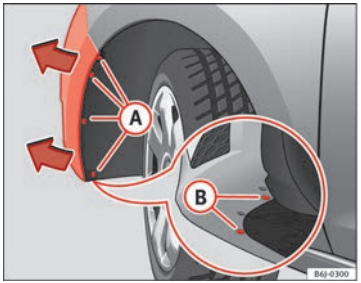

Fig. 163 Fog light: access to the connector and to the light bulb holder
– Remove the 4 screws (A) ⇒ Fig. 163 from the inside of the wheel housing and the 2 bottom screws (B) ⇒ Fig. 163 from the bumper using a screwdriver.